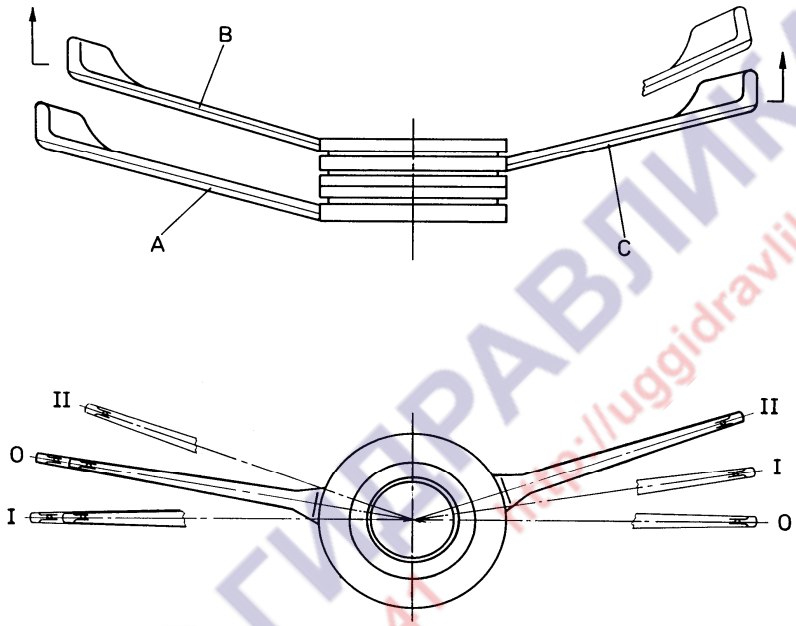
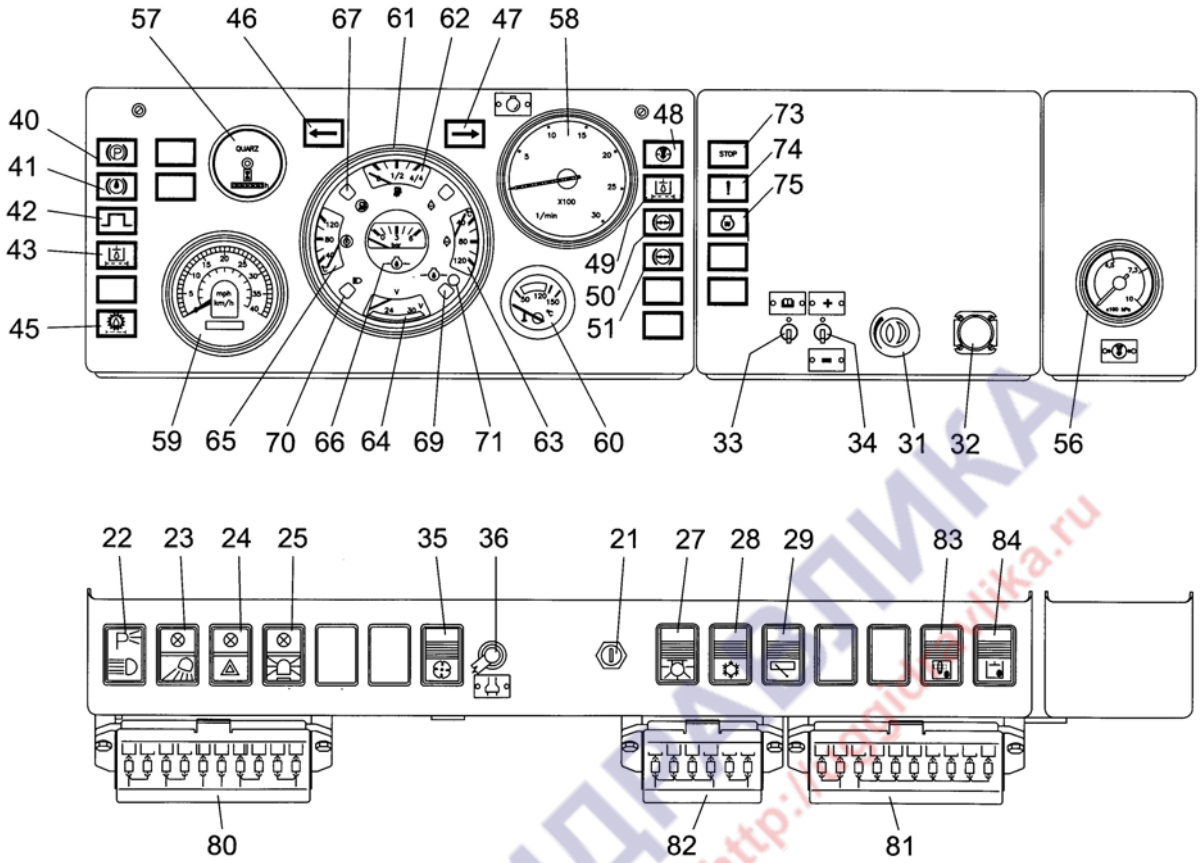

Рис. 4.3. Переключатель стеклоочистителей и наружного освещения
Рис. 4.4. Пульт
- Двухпозиционный рычаг переключения света фар (A, Рис. 4.3.), который служит для переключения дорожных фар на ближний или дальний свет во время движения машины по дорогам общего пользования, при переключателе (22, Рис. 4.4.) находящемся в положении 2.
При включенном положении стояночного тормоза загорается сигнальная лампочка (Смотри поз. 40 на Рис. 4.4., раздел 4).
Пояснения к Рис. 4.4.